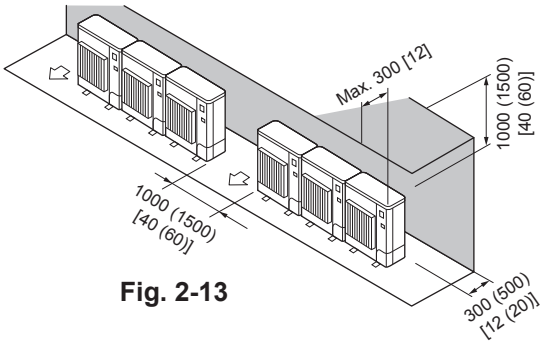

Fig. 2-13
② Obstacles uniquement à l’arrière et au-dessus (Fig. 2-13)